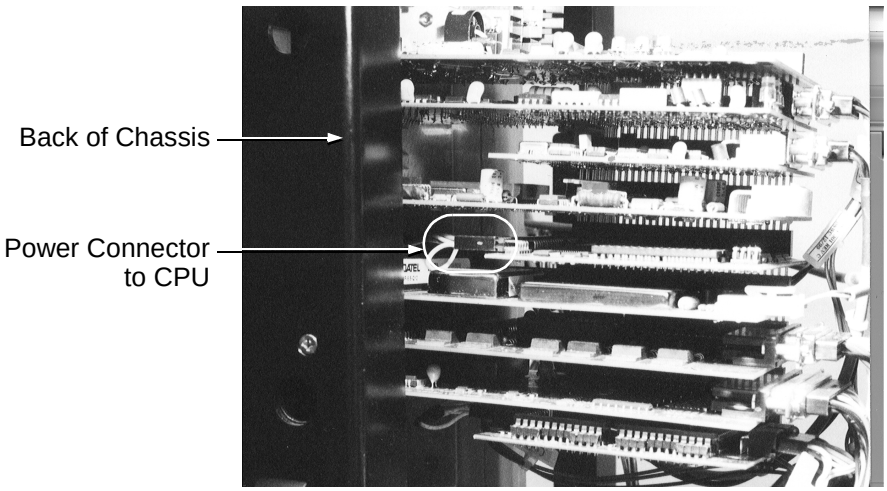

Figure 7-8 CPU Power Connector
2. Locate the CPU power connection (Figure 7-8).